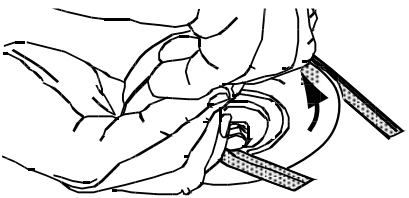

Fig. 59
9. Tirez sur le côté droit de la courroie et placez le côté plus étroit en forme de « V » de la courroie dans la poulie de la prise de force (Fig. 59).